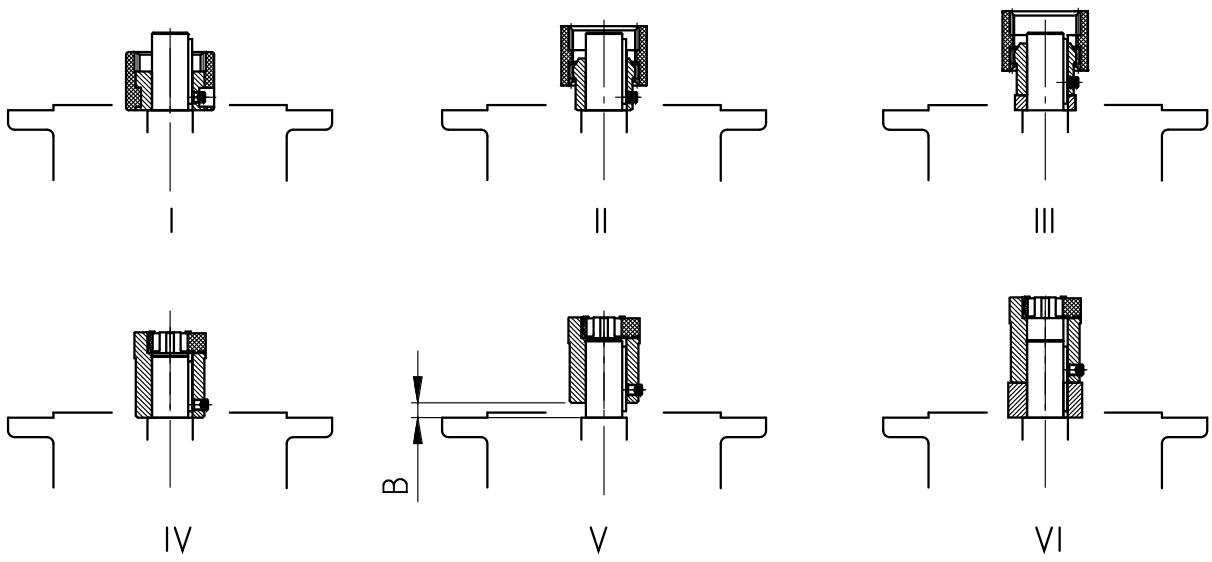

Figure 15: Fitting the coupling onto the motor shaft - various types of coupling
3. Position the half-coupling onto the motor shaft so that the motor parallel key engages into the groove of the half-coupling. Tighten the half-coupling in accordance with the motor manufacturer's instructions. With standard helical gear units, observe dimension B between the half-coupling and the collar (see "Figure 15"). Adjust the coupling in accordance with the specifications indicated on the adhesive plate for certain **NEMA adapters** .
8. Attach the motor to the adapter. Also attach the enclosed ring gear or the enclosed gear sleeve (see **Figure 15: Fitting the coupling onto** the motor shaft - various types of coupling). For the AN360TC and AN400TC adapters, attach the adapter flange to the motor first, and screw the motor onto the adapter.